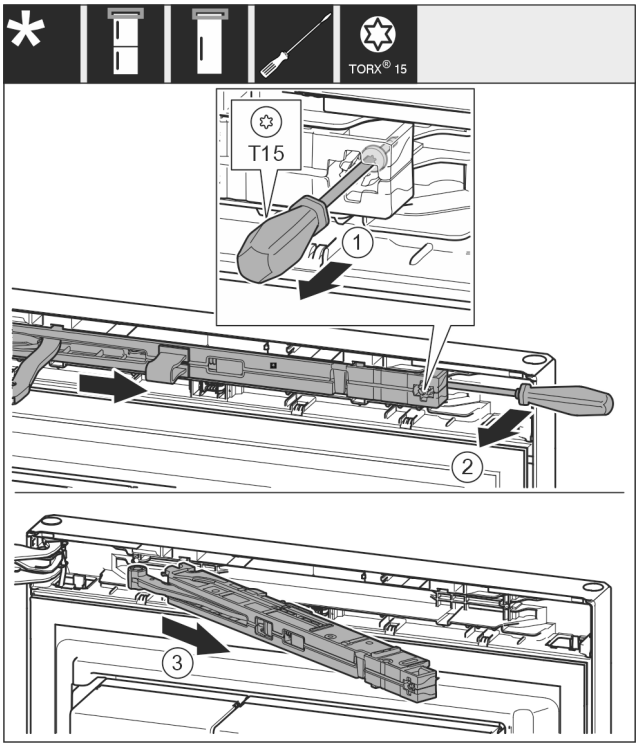

Fig. 11
▶ Use screwdriver to loosen the screw *Fig. 11 (1)* on the closing damper unit by 14 mm.
▶ Lever the closing damper unit *Fig. 11 (2)* forwards on the handle side using a screwdriver.
▶ Pull out the closing damper unit *Fig. 11 (3)*.